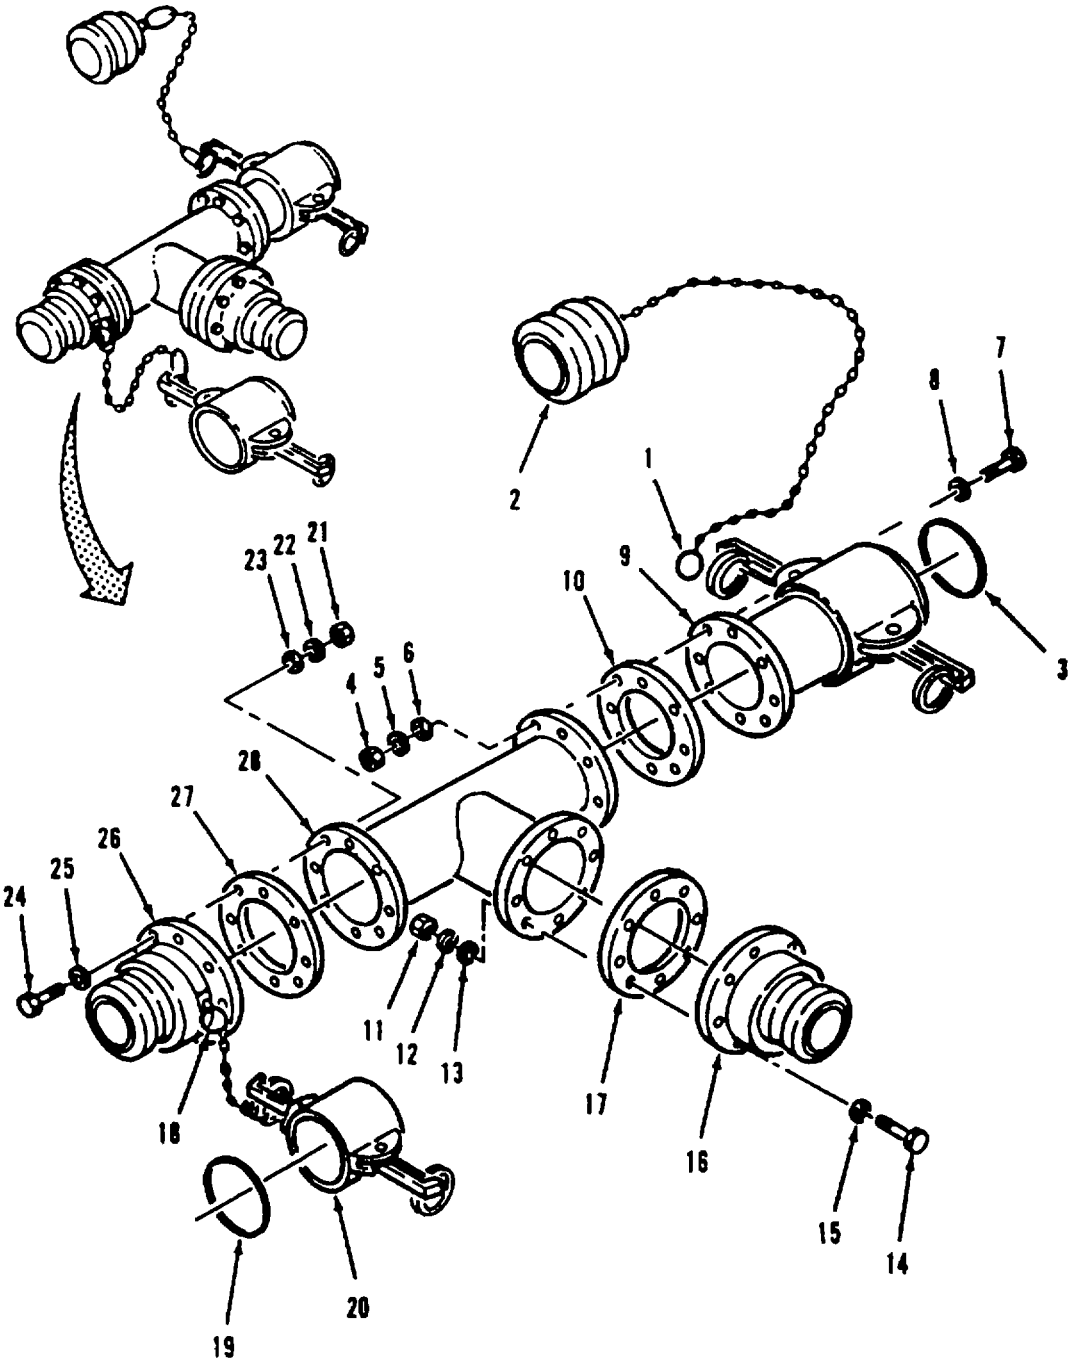

Figure 4-9. Tee Assembly (9117-Y1) Assembly
(1) Inspect male couplings (16 and 26) for cracks.
(2) Inspect female coupling (9) for cracks and damaged lock arms.
(3) Inspect tee (28) for cracks and corrosion.
e. Assembly. Refer to Figure 4-9.
(1) Position gasket (27) and male coupling (26) on tee (28).
(2) Install eight flat washers (23 and 25), bolts (24), lockwashers (22) and nuts (21).